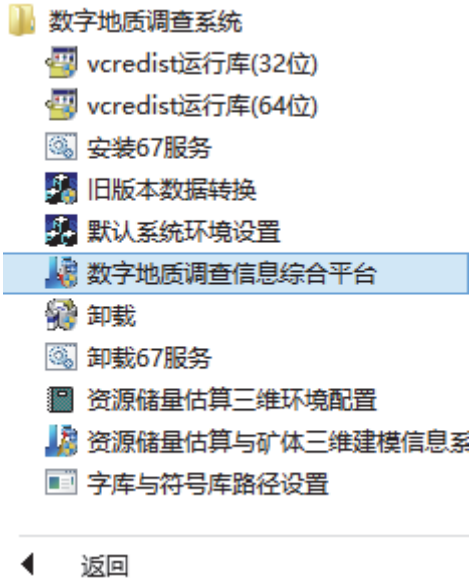

图 2-1
1. 从“开始”菜单选择“数字地质调查信息综合平台”（见图 2-1）；